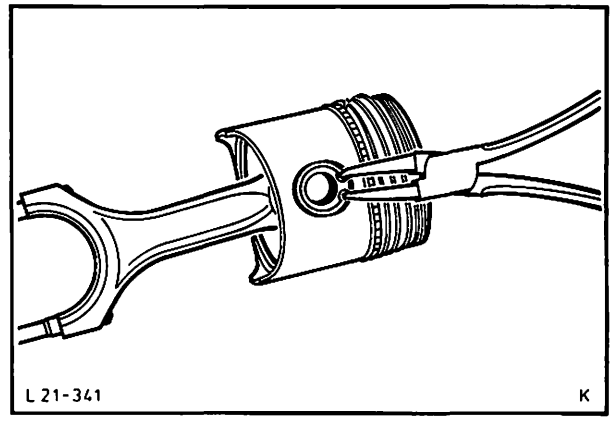

Abb. 158 Sicherungsringe ausbauen
1. Sicherungsringe aus den Kolbenbolzenaugen entfernen, Abb. 158.